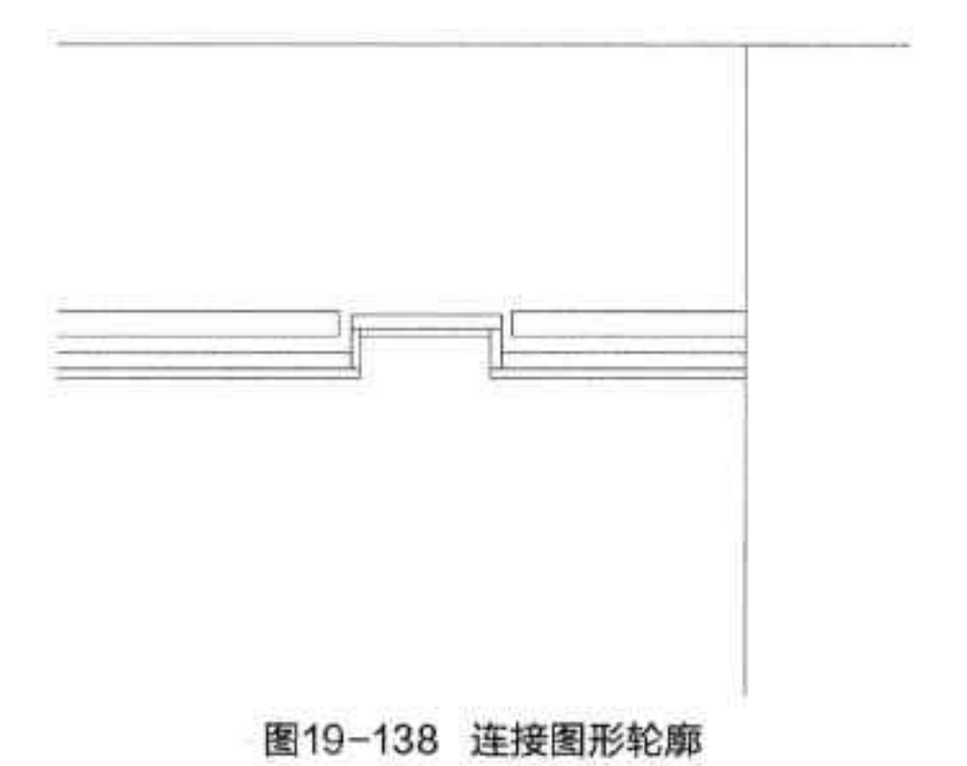

图19-138 连接图形轮廓
Step 05 执行“圆角”命令，默认圆角尺寸，连接图形轮廓，如图 19-138 所示。